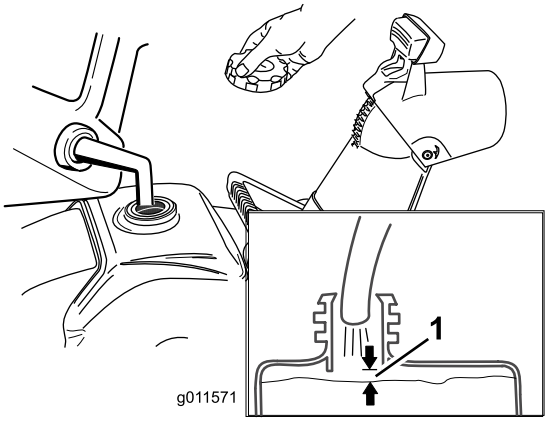

Figur 13
1. Kontroller at drivstofftanken ikke er overfylt (se Figur 13), og at drivstofftanklokket sitter godt på plass.